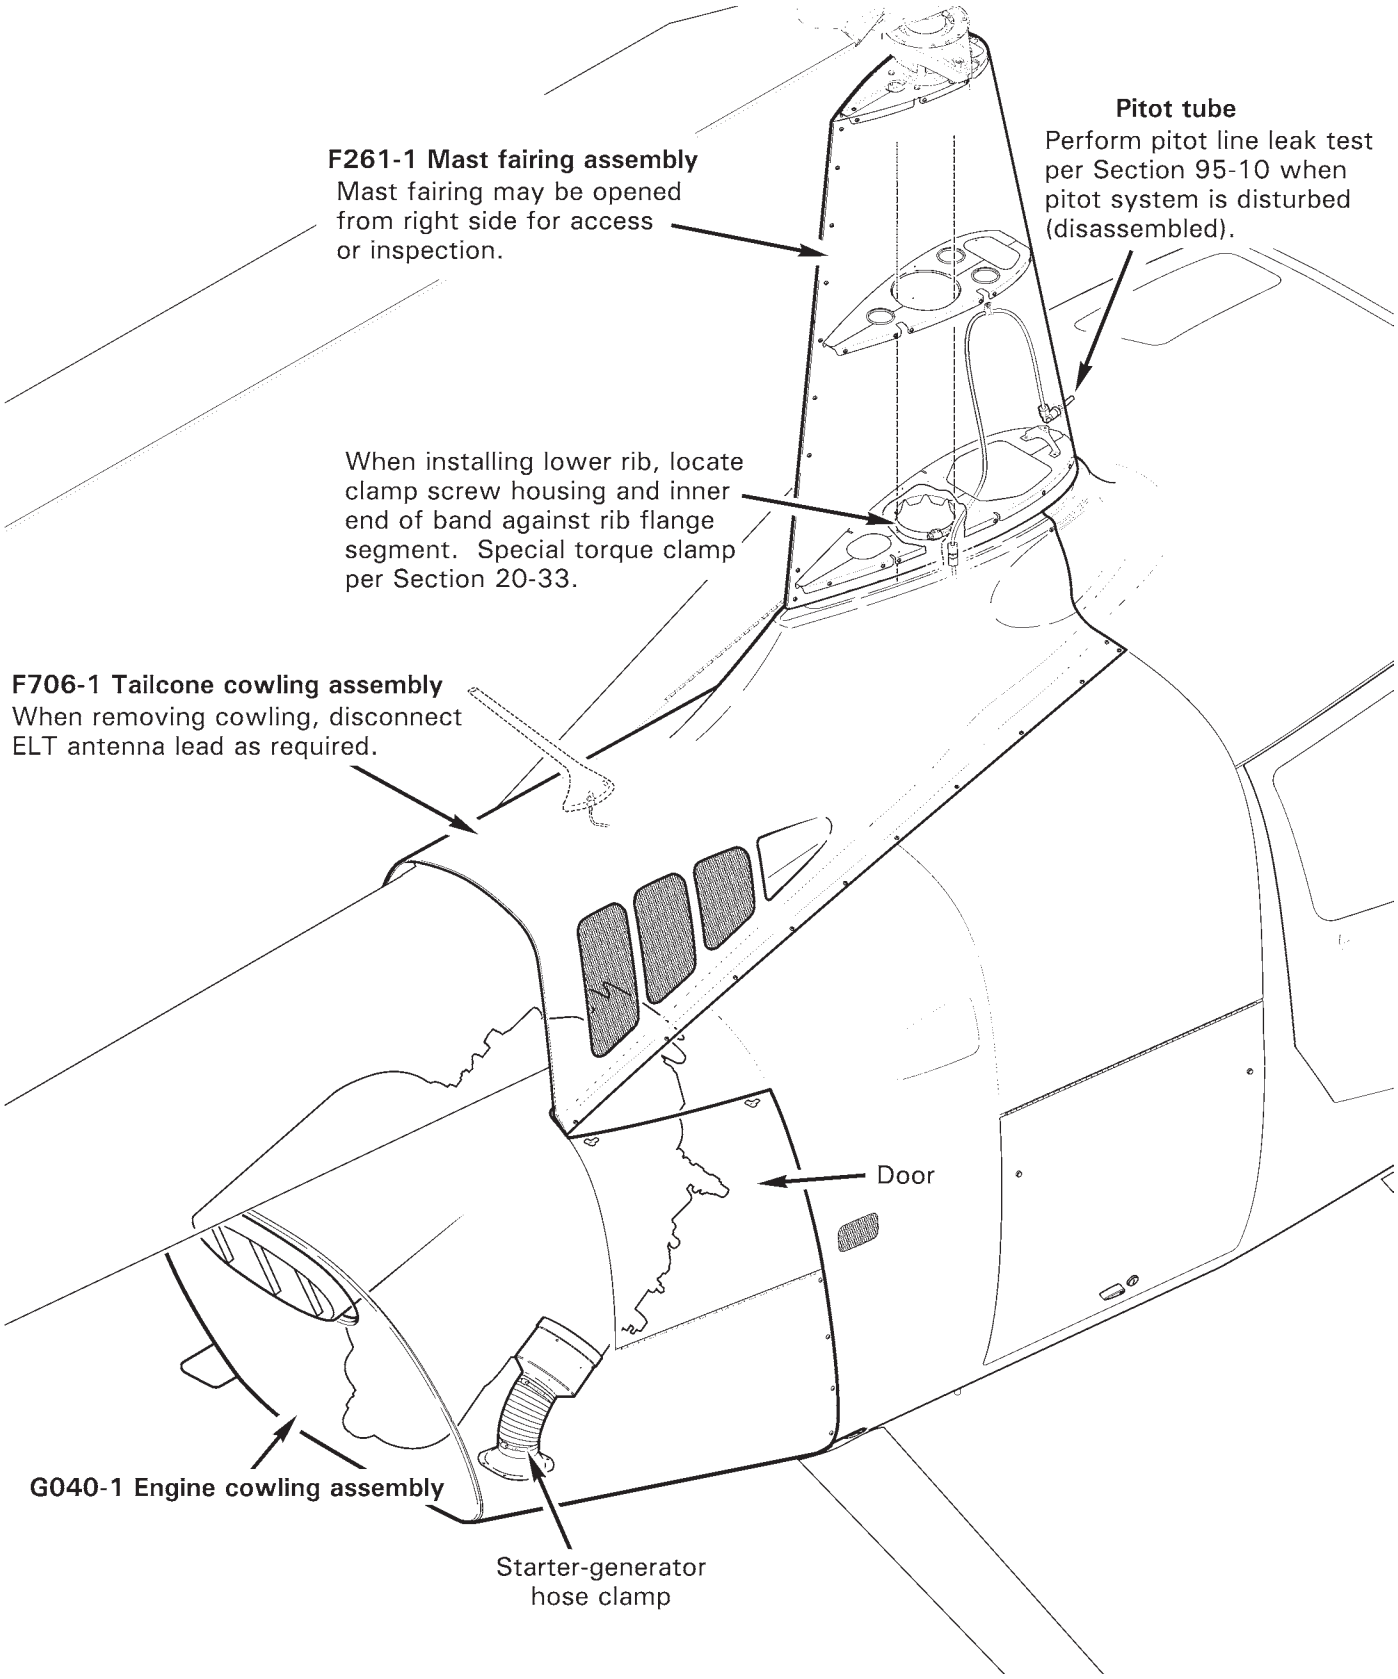

FIGURE 53-1 FAIRING, COWLINGS, AND PANELS
Refer to R66 Illustrated Parts Catalog (IPC) Figure 53-1.
1. Refer to Figure 53-1. Open G040-1 engine cowling assembly right and left doors.
1. Refer to Figure 53-1. Support G040-1 engine cowling assembly, and install screws securing cowling to fuselage.
1. Refer to Figure 53-1. Remove right-side screws securing F261-1 mast fairing assembly at aft, vertical seam.
1. Refer to Figure 53-1. Install left-side screws securing F261-1 mast fairing assembly to ribs.
1. Refer to Figure 53-1. Thru left access door, disconnect ELT antenna lead from antenna mounted to F706-1 tailcone cowling assembly, as required.